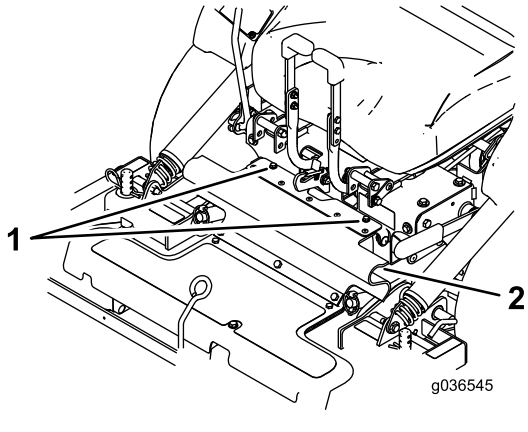

Figur 79
8. Løsn de bolte, der er fastgjort til gummiafskærmningen (Figur 79).
8. Ret den øverste del af gummiafskærmningen, og fastgør den med de vedlagte bolte (Figur 79).